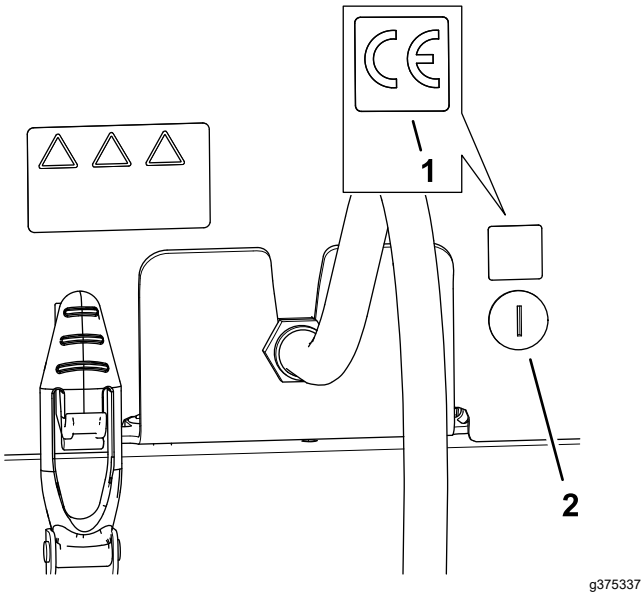

Рисунок 34
1. Очистите поверхность капота рядом с защелкой капота протирочным спиртом и чистой ветошью и дайте капоту высохнуть (Рисунок 34).